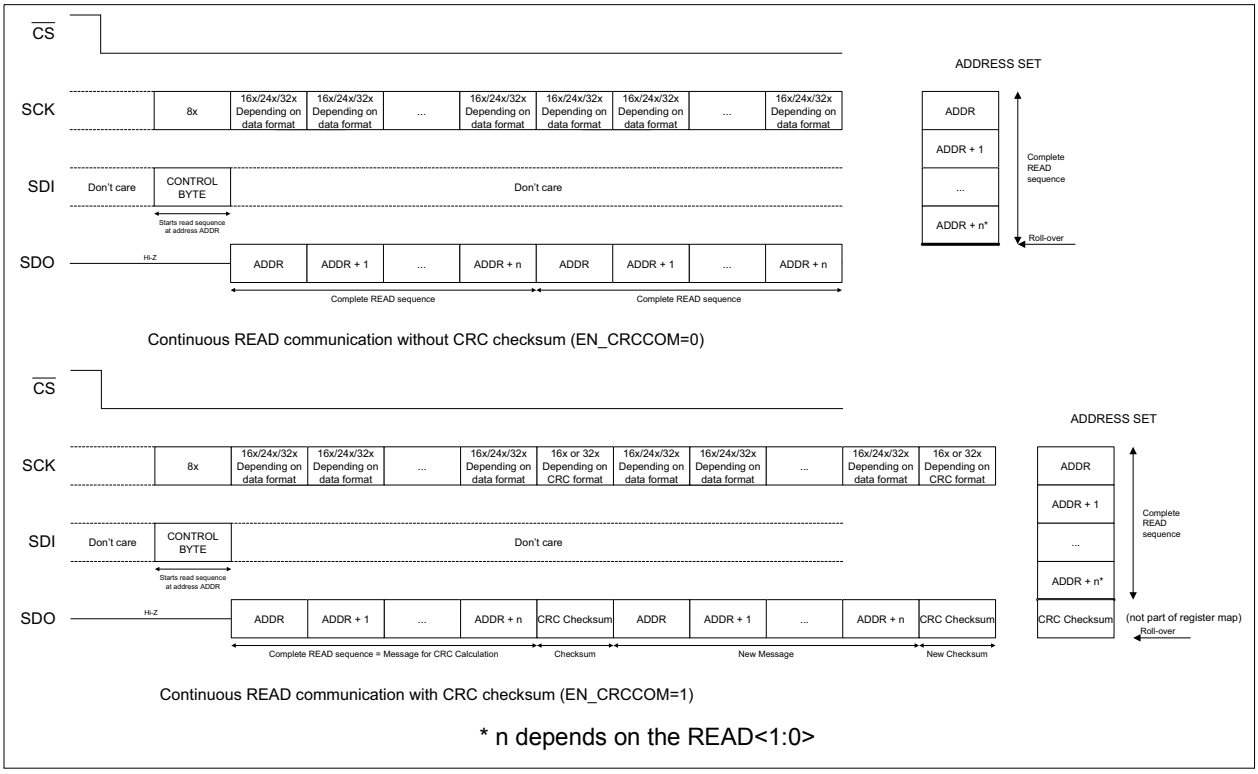

***FIGURE 6-9:*** *Continuous Read Sequences With and Without CRC Checksum Enabled.*
The communication data on the SDO pin can be secured through the insertion of a Cyclic Redundancy Check (CRC) checksum at the end of each continuous reading sequence. The CRC checksum on communications can be enabled or disabled through the EN_CRCCOM bit in the STATUSCOM register. The CRC message ensures the integrity of the read sequence bits transmitted on the SDO pin, and the CRC checksum is inserted in between each read sequence (see Figure 6-9).
**Note:** The CRC will be generated only at the end of the selected address set, before the rollover of the address pointer occurs (see Figure 6-9).